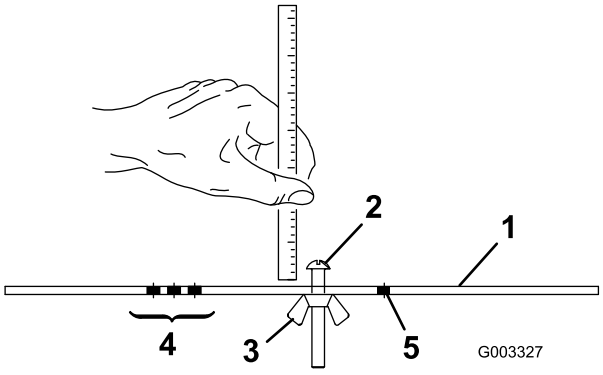

Figur 16
2. Lossa muttern på mätstången (Figur 16) och ställ in justerskruven till önskad klipphöjd. Avståndet mellan skruvhuvudets nedersta del och stångens ovansida är lika med klipphöjden.